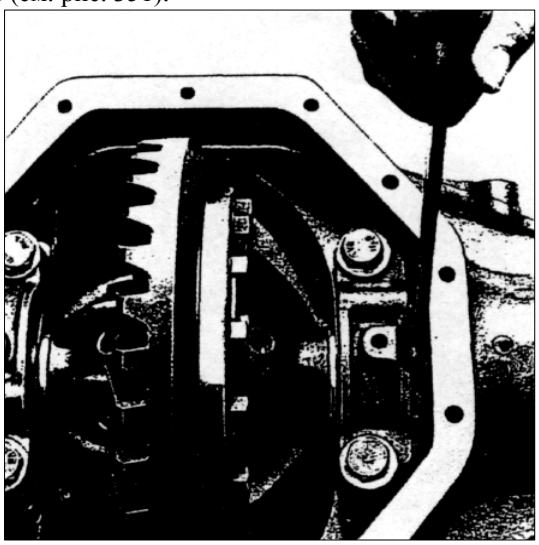

РИС. 353
9) С помощью ключа 312 589 0407, равномерно подтяните кольца с резьбой, одновременно проворачивая дифференциал вокруг своей оси (см. рис.353). Это укажет, что узел дифференциала был правильно отцентрирован в посадочных местах боковых подшипников дифференциала. Проверьте, чтобы не было никакого бокового зазора между дифференциалом и боковыми подшипниками.